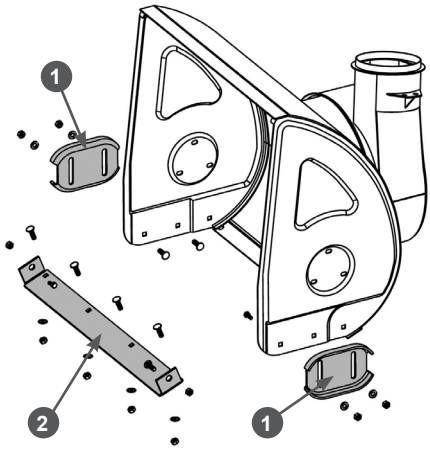

Рис. 38. Обслуживание кожуха шнеков
1. Открутите гайки, извлеките болты крепления полозков 1 (Рис. 38) и снимите полозки с кожуха шнеков.
2. Переверните полозки на 180 градусов или установите новые полозки и закрепите их четырьмя болтами и гайками (Рис. 38). Перед окончательной затяжкой гаек отрегулируйте высоту забора снега.
Для наглядности на Рис. 38 кожух шнеков показан без шнеков, редуктора и валов.
1. Открутите гайки, извлеките болты крепления и снимите нижнюю накладку 2 с кожуха шнеков (Рис. 38).
2. Установите новую нижнюю накладку и закрепите ее болтами и гайками (Рис. 38).